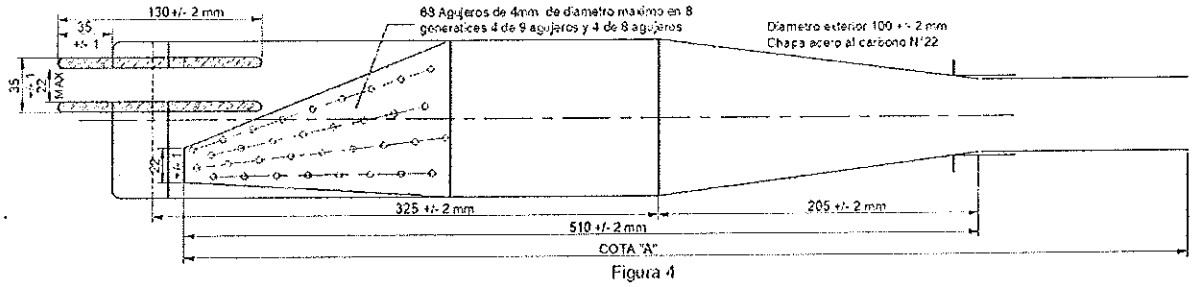

Figura 4
14.2 Escape único 510mm, según plano adjunto (figura 4), costo a cargo del piloto. Los escapes nuevos o usados serán revisados y precintados por el técnico de la categoría Se habilitará solo un escape nuevo por piloto por año. En caso de rotura se podrá reemplazarlo con autorización del técnico de la categoría.
14.4 El largo del conjunto escape, alargue identificado como cota A en la figura 4 será de 645mm +/-3mm. La medida se tomará con el escape armado desde la punta del cono difusor interior hasta el final del alargue, como lo muestra la figura 4.